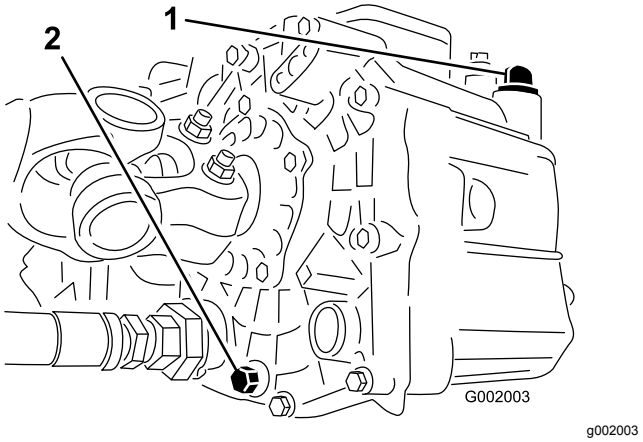

Figuur 53
3. Verwijder de aftapplug uit de zijkant van het reservoir en laat de hydraulische vloeistof in de opvangbak lopen (Figuur 53).